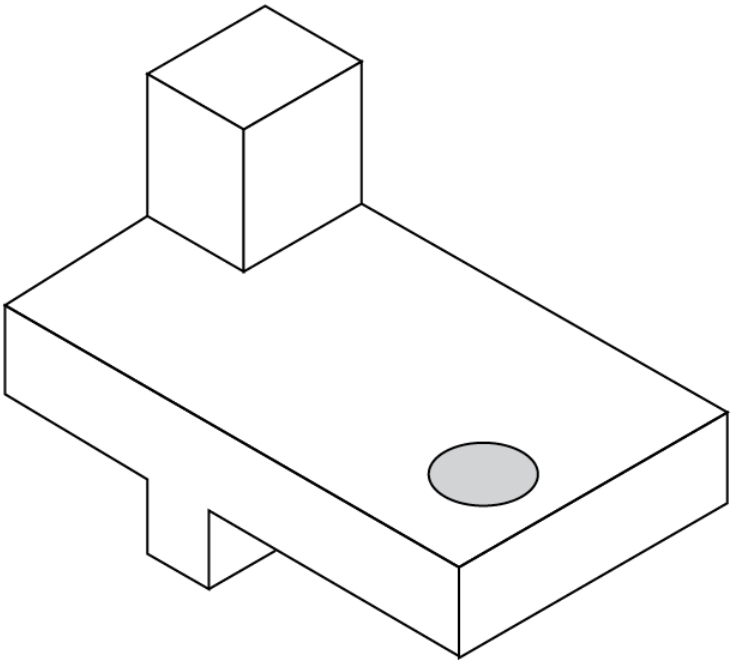

Figure 6.4.2: Stop piece
2. Sketch two orthographic views (front view and top view), in the approximate scale of the object shown pictorially in Figure 6.4.2. Remember to place the views correctly and make sure that all hidden lines are clearly shown. Add a title block with the following: